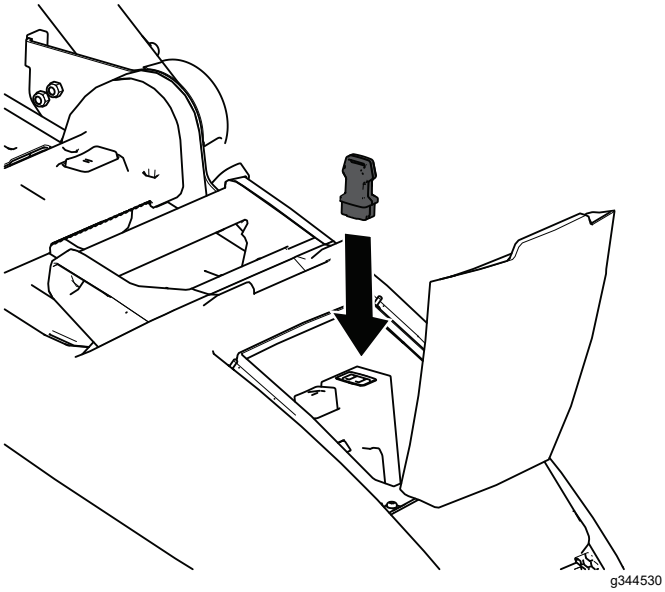

Figur 10
2. Sett sikkerhetsnøkkelen i maskinen (Figur 10).
1. Slipp knivkontrollbøylen (Figur 10).
2. Fjern sikkerhetsnøkkelen fra maskinen (Figur 10).